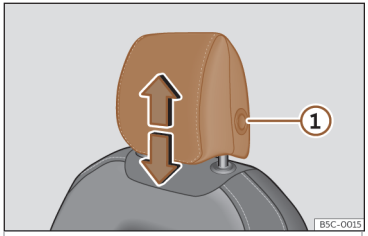
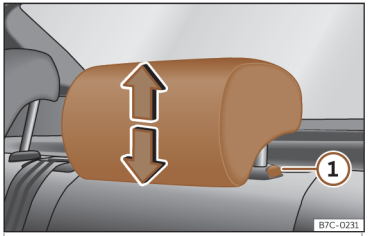

Fig. 103 Asiento delantero: regulación del apoyacabezas.
Fig. 104 Apoyacabezas trasero: regulación del apoyacabezas.
- Agarre el apoyacabezas con ambas manos por los lados y empuje hacia arriba hasta encajarlo en la posición deseada. Para bajarlo, haga la misma acción, pulsando el botón lateral ①>>> **fig. 103** >>> **fig. 104** .
- Presione el botón lateral>>> **fig. 103** ① y extraiga el apoyacabezas.